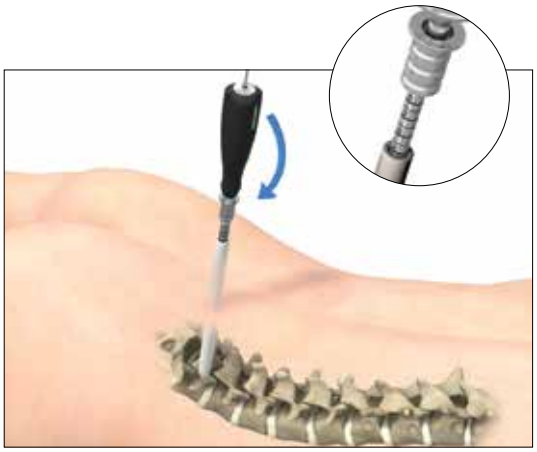

Figure 16
Utiliser les **tarauds modulaires canulés (482801 (45)-(85))** avec la poignée choisie pour préparer le trajet de la vis. Les tarauds sont conçus pour être utilisés avec le dilatateur 2 pour les tarauds de diamètre 4,5 -7,5 mm ou le tube pour taraud pour les tarauds de diamètre 4,5 -8,5 mm. Les tarauds comportent des graduations laser tous les 5 mm pour indiquer la profondeur du taraud dans le pédicule et pour faciliter la détermination de la longueur de vis correcte (voir Figure 16, détail).